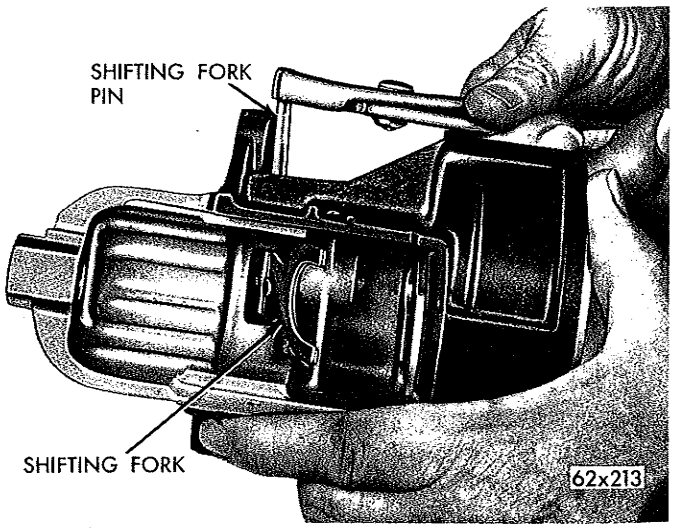

*Fig. 13—Removing or Installing Shifting Fork Pin*
(22) Remove shifting fork retainer pin (Fig. 13) and remove clutch shifting fork assembly.